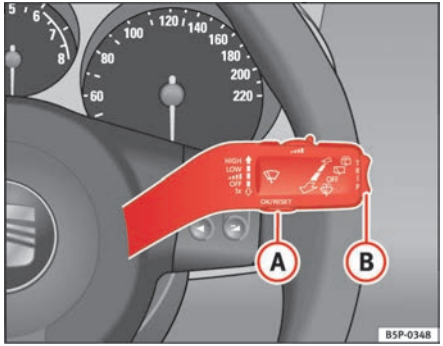

Fig. 39 Windscreen wiper and windscreen wash lever: button A and rocker switch B
A **Service pre-warning** will appear in the mileage displays if a service is due soon. A “spanner” symbol appears and the display “km” with the distance that can be driven until the next service appointment is due. The display will change after approximately 10 seconds. A “clock symbol” appears and the number of days until the service appointment should be carried out. The instrument panel displays shows the following message[5]: **SERV. IN ... KM OR ... DAYS**. The service message will disappear approximately 20 seconds after the ignition is switched on or the engine is running. The normal display can be resumed by pressing the reset button on the trip counter or by pressing the rocker switch of the MFI ⇒ page 61, fig. 39 (B).
– With the ignition switched on, briefly press the button ⇒ fig. 39 (A) on the windscreen wiper lever to move between the two memories.